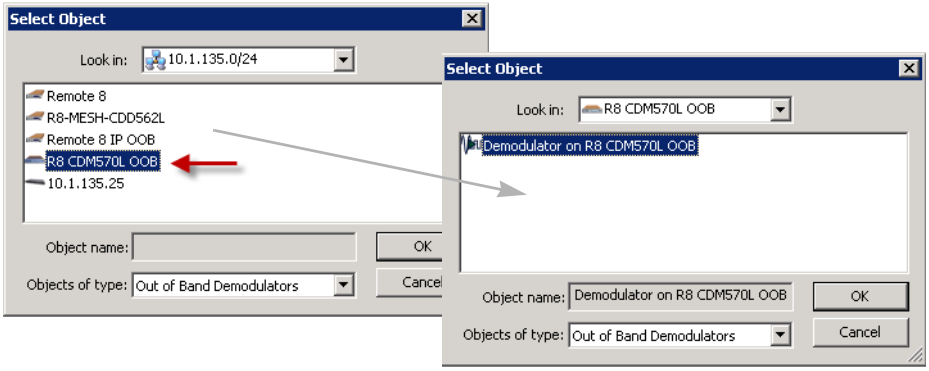

Figure 7-19 Select Demodulator, Half Duplex Broadcast
13. Navigate through the Select Object window to choose the receiving demodulator (figure 7-19) and click **OK**.